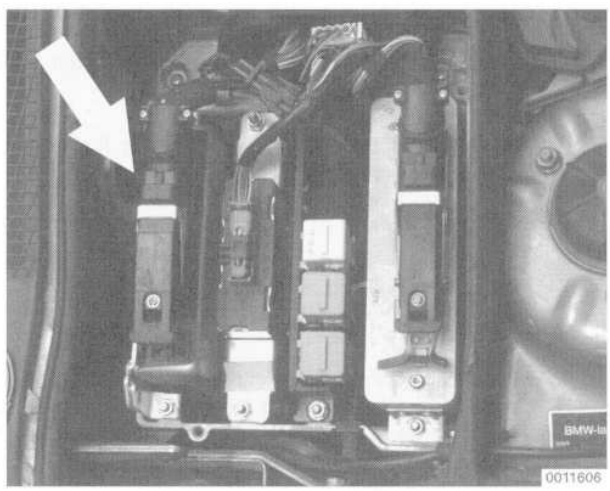

Fig. 16. DME engine control module location (**arrow**) in electronics box.
3. Unplug the control module harness connector by releasing the fastener and pivoting the connector up and off of the ECM. See Fig. 16.